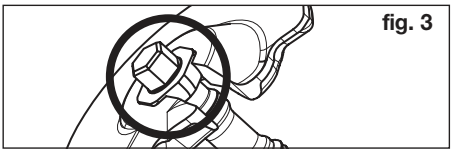

fig. 3
- Lower the splindle's ① 6-point cap (calotte) from the top downwards into the reception hole of the upper tensioning jaw **(figure 3**).
- Check correct fit and assembly of the 6-point cap (calotte) **(figure 3**).